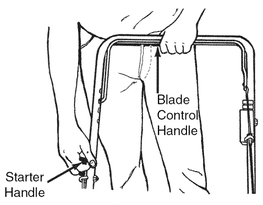

Figure 14
3) Standing behind the unit, depress the blade control handle and hold it against the upper handle as shown in figure 14.